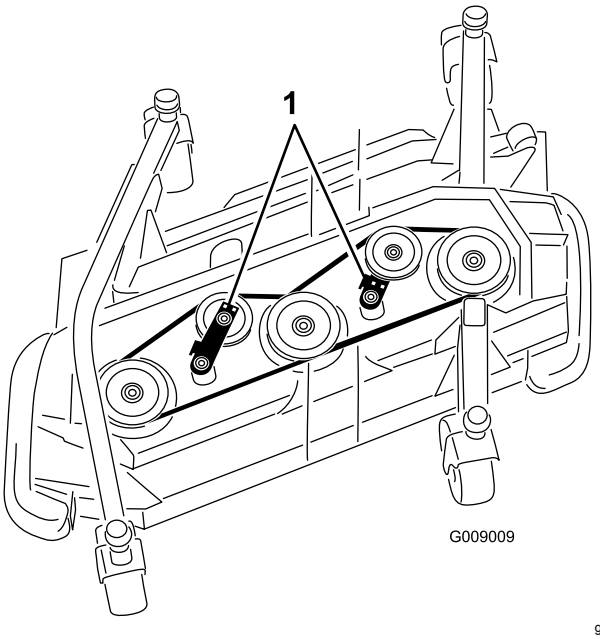

Figur 117
5. Ved å bruke en stillbar momentnøkkel eller lignende verktøy, flytt lederullene bort fra drivremmen for å frigjøre remspenningen og la remmen føres av rullene (Figur 117).